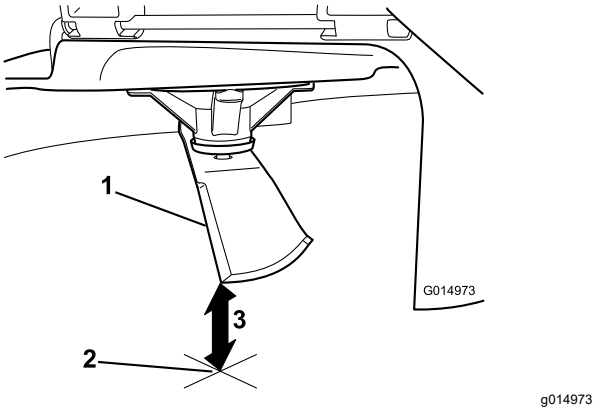

Figur 104
5. Mät från knivspetsen till den plana ytan (Figur 104).